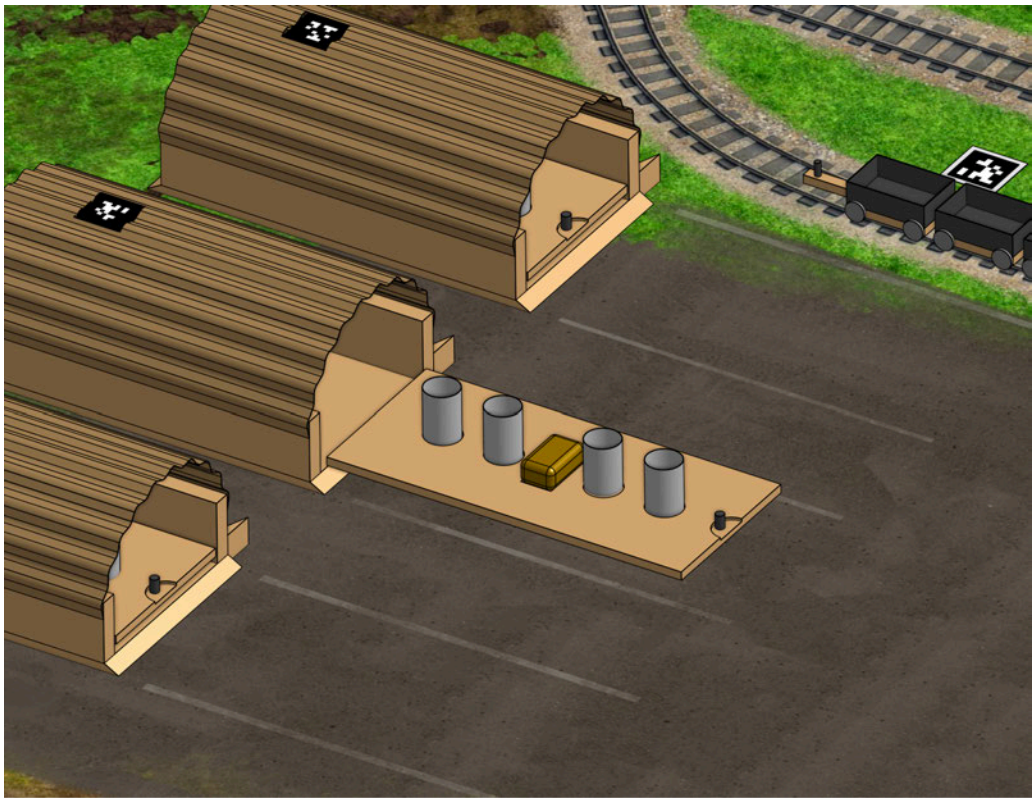

Figure 50: Pallet with four (4) Barrels and one (1) Hay Bale.
Pallet – A game object located inside each Hangar. Each Pallet contains four (4) Barrels and one (1) Hay Bale. Each active Pallet contains one Wheat Barrel, one Water Barrel, one Gasoline Barrel, one Toxic Fluid Barrel, and one Hay Bale. Barrel positions will be randomized between Matches by the referees. During Hangar Hustle, the RVR pulls the selected Pallets out of the Hangars so DEXI-5 can scan the Barrel Images and identify the materials for transport. See Figure 50 on the following page.